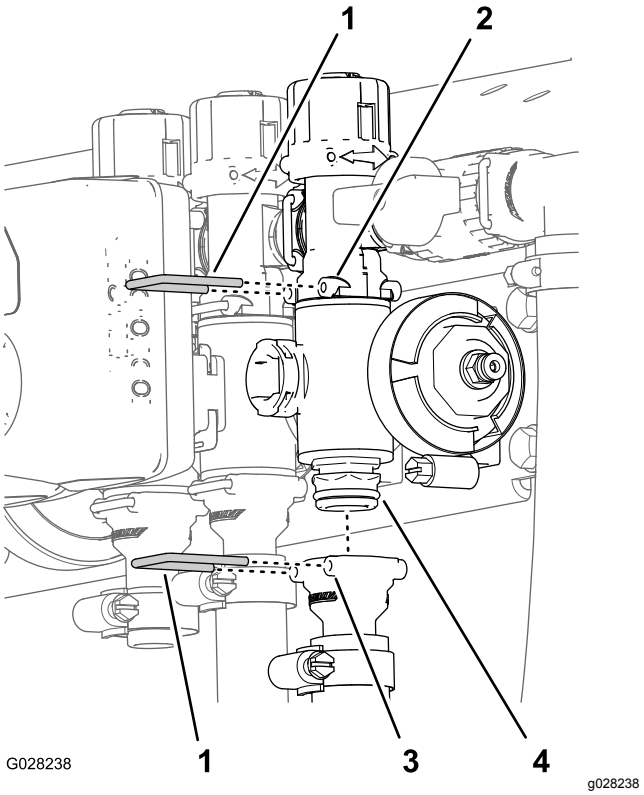

**Figuur 69**
2. Verwijder de borgclips waarmee de uitgaande fitting is bevestigd aan de verdelerklep van de spuitbomen en de borgclips waarmee de verdeler aan de omloopfitting is bevestigd (Figuur 69).